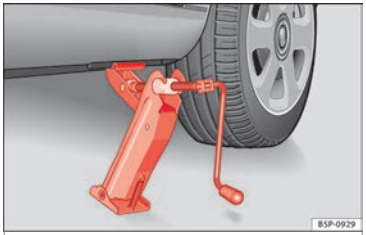

Fig. 159 Fitting the jack.
– Align the jack so that the arm of the jack fits around the rib under the door sill and the movable base plate of the jack is flat on the ground ››› **Fig. 159**.